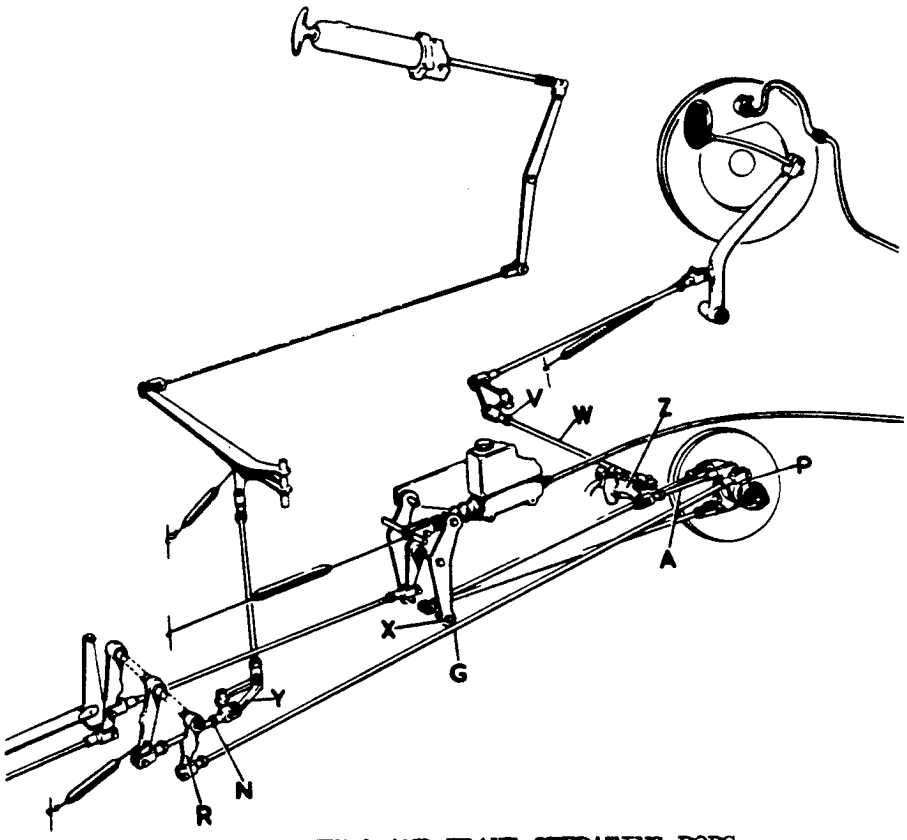

FIG. 3. SERVO AND BRAKE OPERATING RODS.
20. Remove the servo:- disconnect foot brake rod (A, Fig. 3), from lever (Z), disconnect hand brake lever rod (N) from lever (Y). Disconnect rod (G) from lever (R) and unscrew the rod from socket on actuating lever (P) of servo. Remove the ¼" bolt (X) from master cylinder equaliser bracket to release the two drag link rods.
24. Disconnect foot brake, transfer rod at (W) Fig. 3, unscrew from joint (V) and remove.